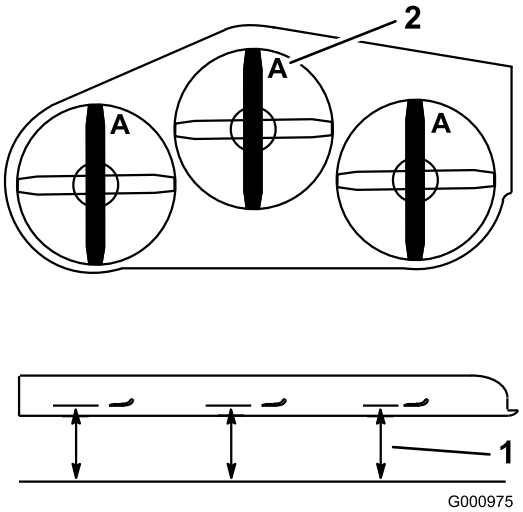

Figur 85
3. Drej knivene, indtil enderne vender fremad og bagud (Figur 85). Mål fra en plan overflade til skærekanten, position **A**, på knivene(Figur 85). Noter dette mål.